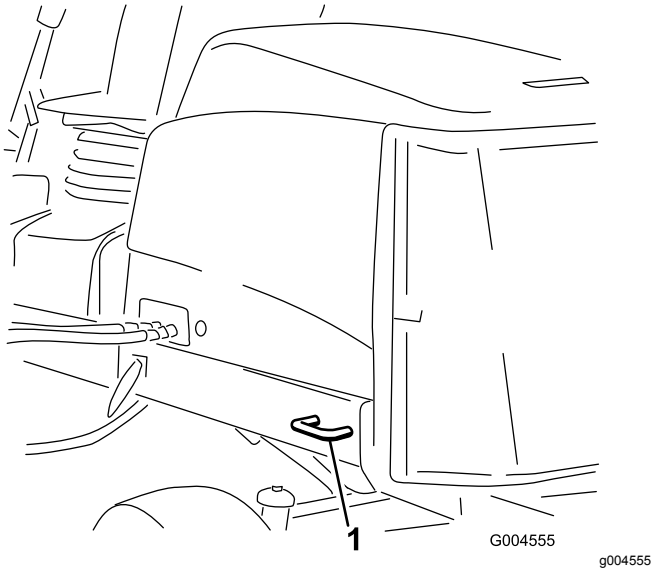

Figur 69
- Bak – på hver side av maskinen på den bakre rammen (Figur 69)